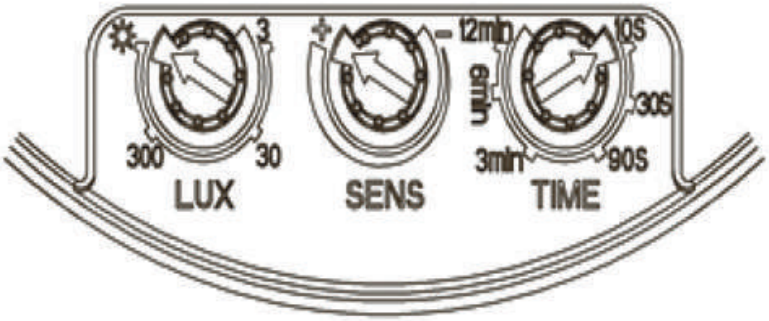

Рис. 13.
1. Поверните ручку регулировки времени против часовой стрелки до минимума, поверните ручку «LUX» по часовой стрелке до максимума (солнце), ручку регулировки «SENS» по часовой стрелке до максимума (+) (рис. 13);